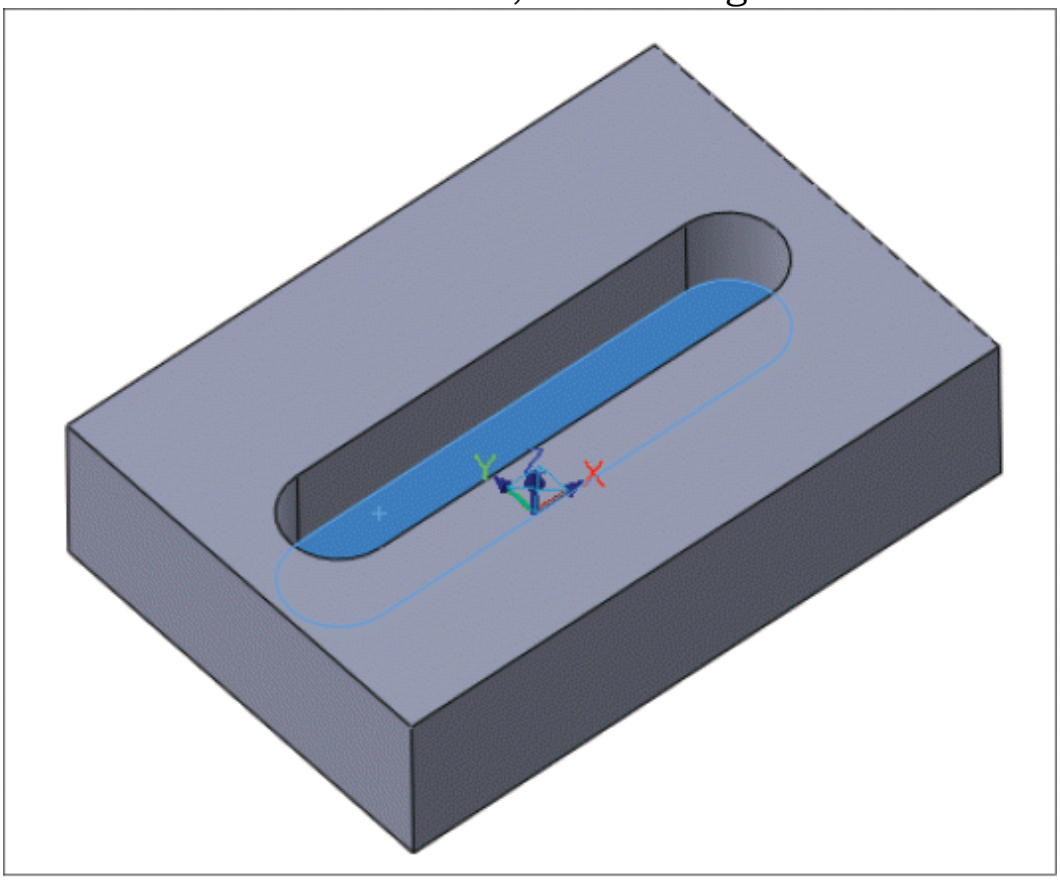

Figure-54. Flat face selected for slot
- Select the flat face of the slot; refer to Figure-54.